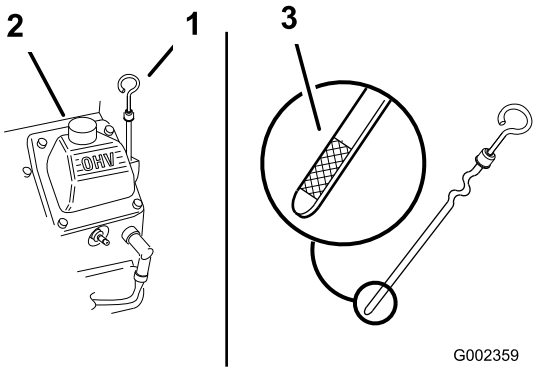

Figur 17
2. Rengjør rundt peilestaven (Figur 17), slik at smuss ikke kan komme ned i påfyllingshullet og kan skade motoren.
3. Ta ut peilestaven, tørk den ren og sett den tilbake på plass slik at den når helt ned (Figur 17).
Oljenivået må nå opp til Full-merket på metallenden på peilestaven (Figur 17).
5. Hvis oljenivået er under Full-merket, tar du av lokket på påfyllingsrøret (Figur 17) og fyller olje til